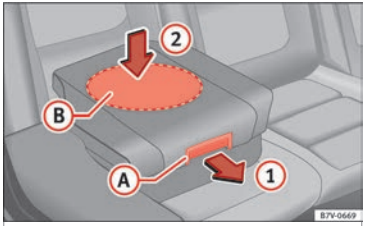

Fig. 97 Integrated child seats. lowering the cushion
- Pull the unlock lever ››› **Fig. 97** (A) on the cushion in the direction of the arrow (1).
- Push the cushion down through the *central* area (B) in the direction of the arrow (2) until it safely engages ››› ❗. The side supports fold away automatically.
When lowering the integrated child seat, only press on the centre of the cushion ››› Fig. 97 (2). Otherwise the cushion could bend and not engage properly.